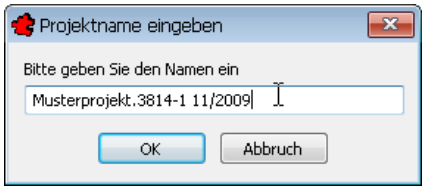

Bild 16.39 – Benennung des Archivs
- Bevor die Archivierung startet, können Sie noch den im Archiv verwendeten Projektnamen bestimmen. Default ist wieder der Projektname (Abb. 16.39).